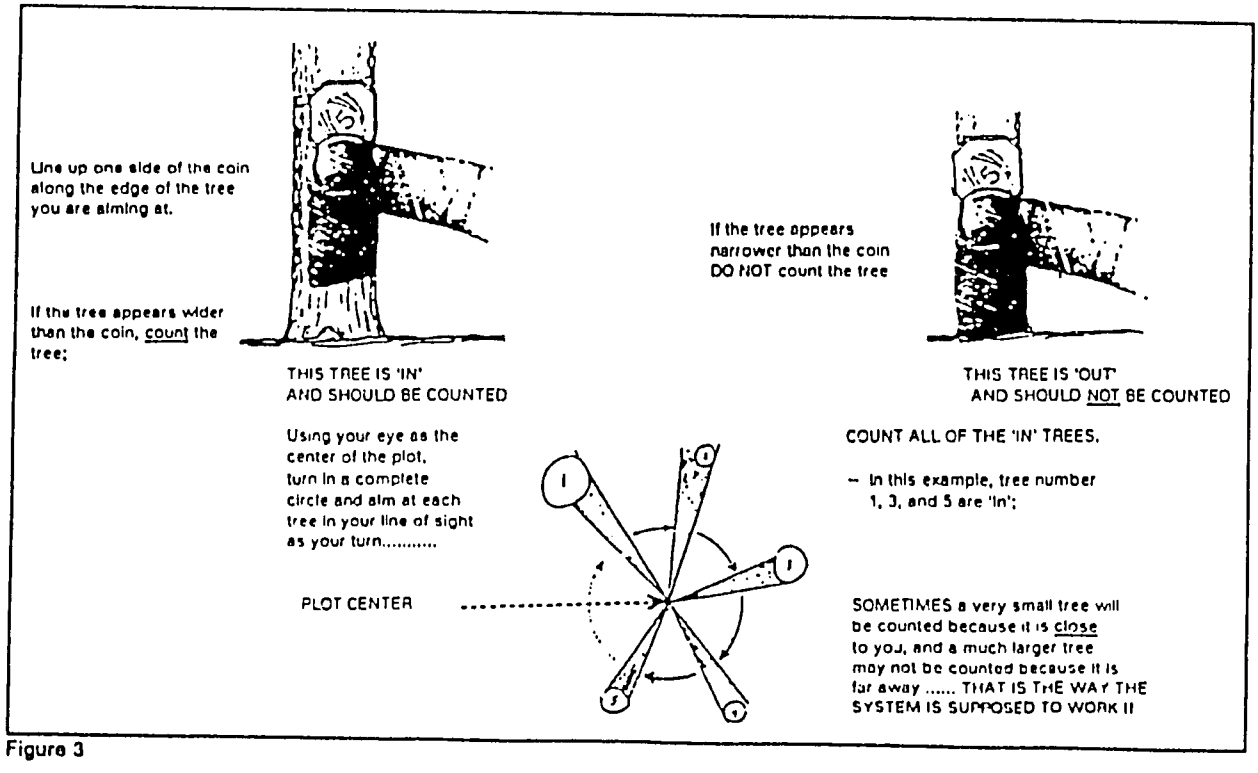

Figure 3
To point sample with an angle-gauge, the individual stands at the center of the 'plot'. One then uses the angle gauge to identify which trees are 'in' the plot (Figure 3). BA for the plot is the number of 'in' trees in a full circle around the plot center, multiplied by the angle-gauge factor.
- Start with the tree closest to you and aim the angle gauge at each tree as you make a complete circle (Figure 3);